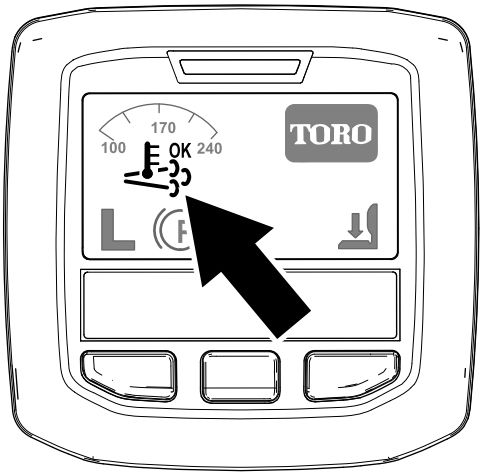

Figur 24
- Symbolen för stöd-/återställningsregenerering visas i InfoCenter (Figur 24).